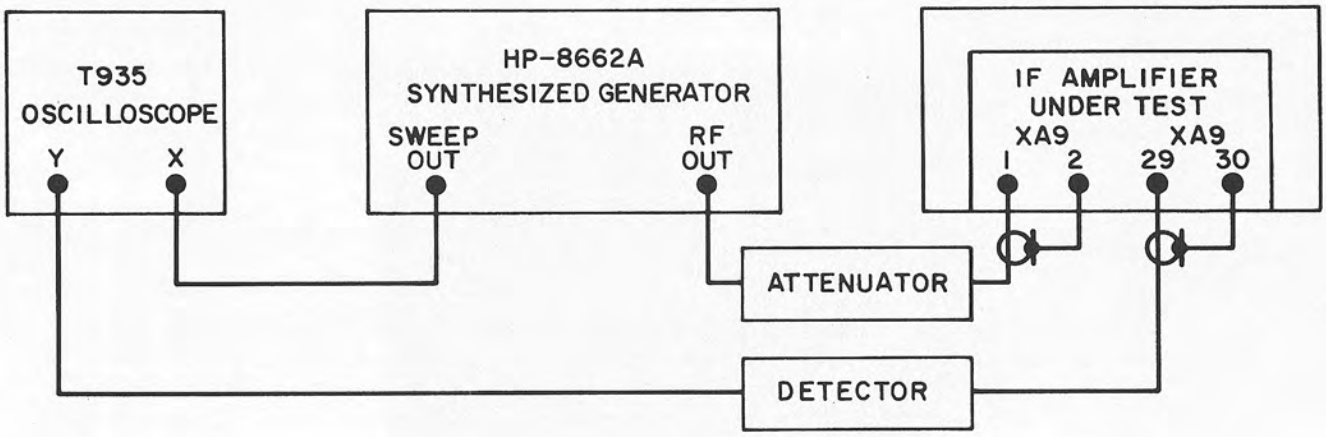

Figure 4-20. AM Demodulator Alignment, Equipment Connections
2. Connect the test equipment as illustrated in **Figure 4-20.**